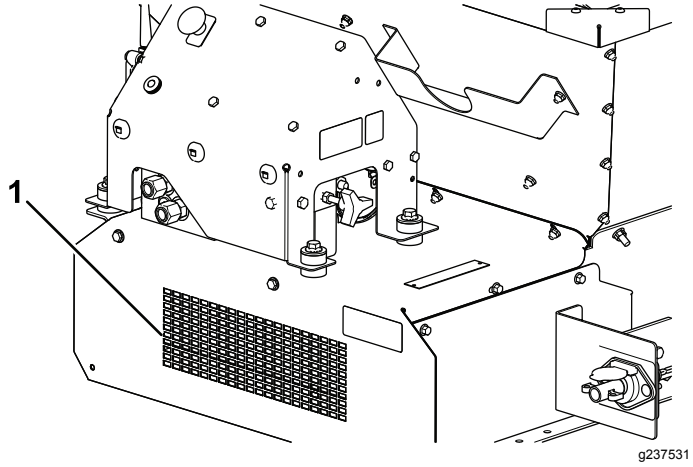

Figur 58
10. Find rengøringsmærkaten forrest på maskinen (Figur 57), og brug en haveslange til at sprøjte vand gennem den forreste afskærmnings netmaske, indtil den indvendige del er helt fri for materiale (Figur 58).